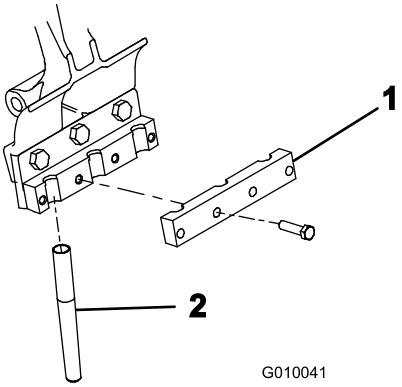

Figur 24
4. Monter en pibeklemme løst på hver pibeholder med 4 bolte (3/8 x 1-1/2 tommer) (Figur 24). Tilspænd ikke boltene.